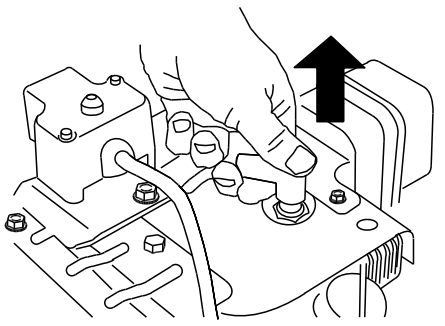

Figur 39
3. Koble fra tennpluggledningen (Figur 39).